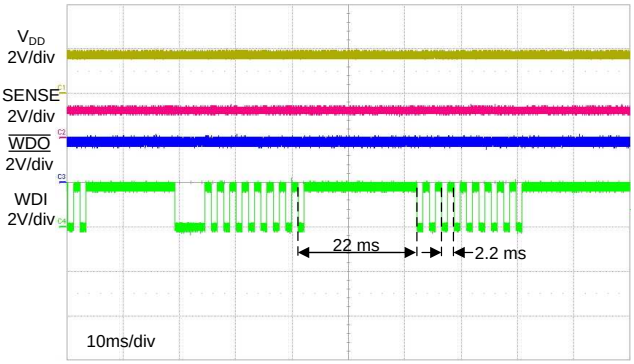

Figure 37. Window Watchdog Timing
In this application, the window watchdog timing options are based on the PWM signal that is provided to the TPS3850. A window watchdog setting must be chosen such that the falling edge of the PWM signal always falls within the window. A nominal window must be designed with $t_{WDL(max)}$ less than 5 ms and $t_{WDU(min)}$ greater than 5 ms. There are several options that satisfy this window option. An external capacitor can be placed on the CWD pin and calculated to have a sufficient window. Another option is to use one of the factory-programmed timing options, which ensures a ±15% accuracy from the nominal value. An additional advantage of choosing one of the factory-programmed options is the ability to reduce the number of components required, thus reducing overall BOM cost. Leaving the CWD pin unconnected (NC) with SET0 = 0 and SET1 = 1 produces a $t_{WDL(max)}$ of 2.2 ms and a $t_{WDU(min)}$ of 22 ms; see Figure 37.